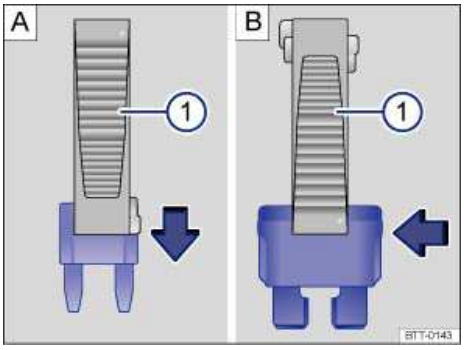

Fig. 181 Removing or installing a blade fuse with the plastic tweezers: A: MINI. B: ATO.
- *For blade fuses*: Depending on the type of fuse, slide the tweezers ⇒ fig. 181 **A** (1) or ⇒ fig. 181 **B** (1) onto the fuse in the direction of the arrow.